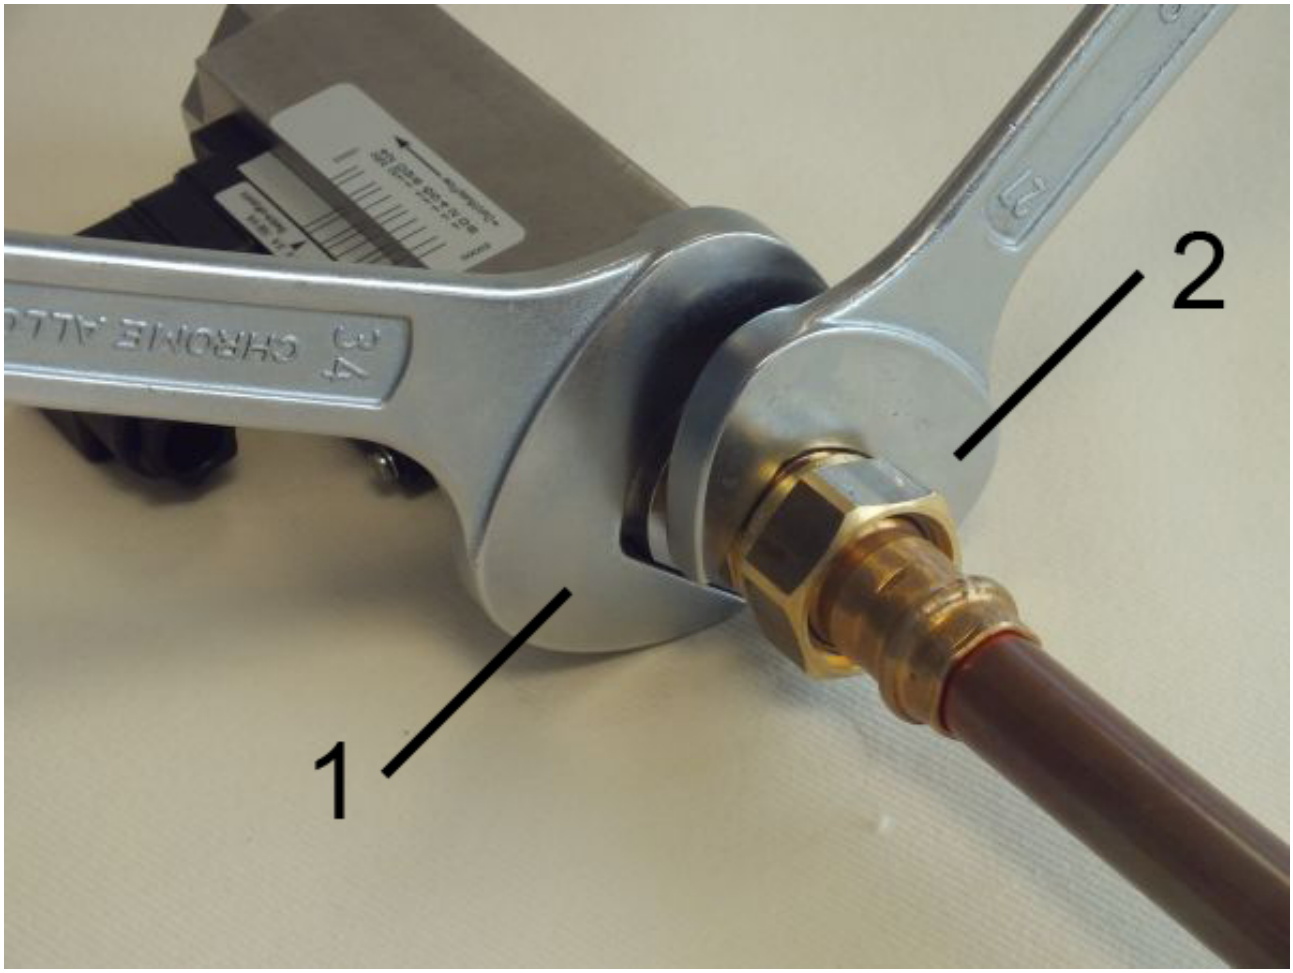

Fig. 11: Screw in the device
2. Fasten the adapter union of the pipeline with an appropriate spanner (*Fig. 11*/2). When doing so, lock the process connector in place to prevent slip, using a suitable spanner (*Fig. 11*/1).